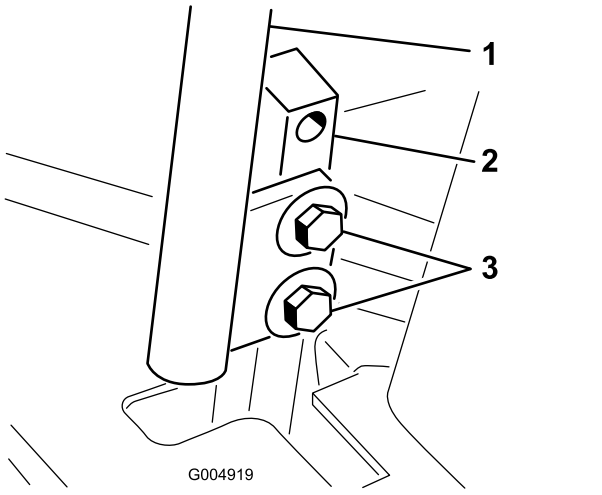

Figura 55
3. Allentate i bulloni che fissano le leve di controllo (Figura 55).